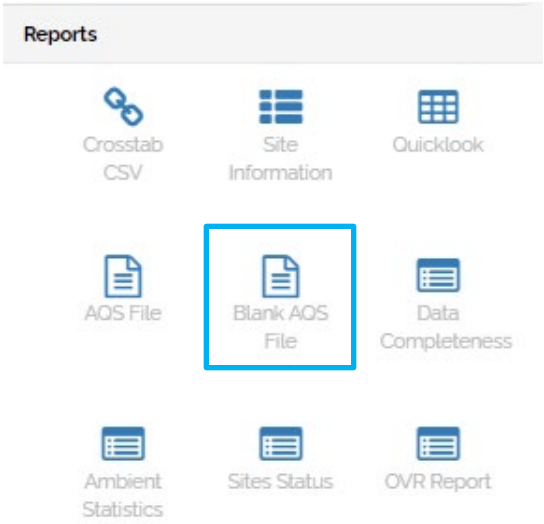
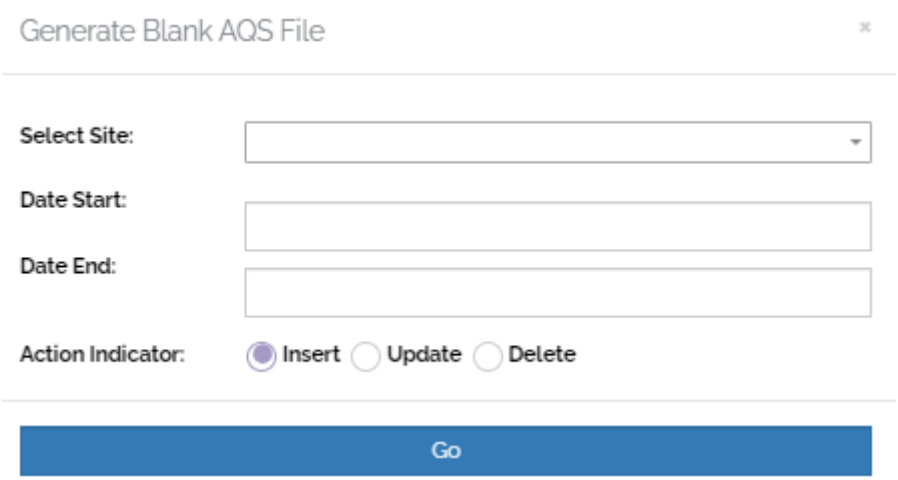

Figure 25. AQS file Report option for Blanks
Figure 26. Generate AIRS file form in MAX for Blanks
- Click on Blank AQS file option (see **Figure 25** and **Figure 26**)